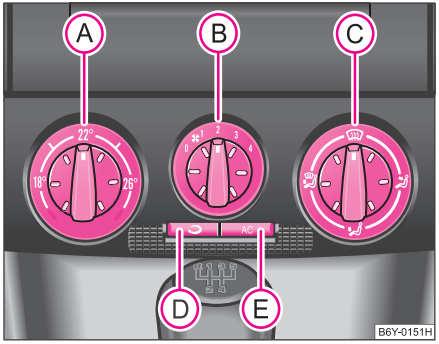
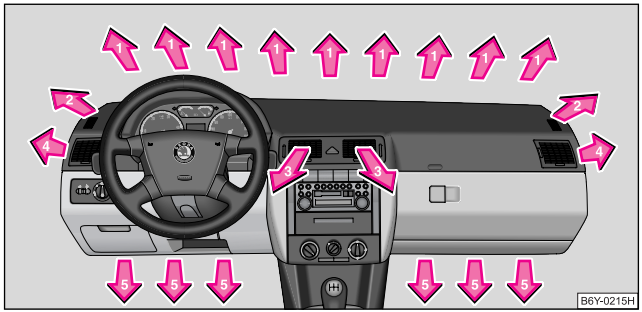

Fig. 86 Instalaţia de climatizare: Elementele de comandă
Fig. 87 Gurile de ventilaţie a aerului
Instalaţia de climatizare funcţionează numai când tasta AC ⇒ pagina 96, fig. 86 (E) este apăsată şi se îndeplinesc următoarele condiţii:
– Rotiţi regulatorul rotativ (A) ⇒ fig. 86 spre dreapta pentru a mări temperatura.
– Rotiţi regulatorul rotativ (A) spre stânga pentru a reduce temperatura.
- Regulatorul rotativ (A) ⇒ pagina 96, fig. 86 spre dreapta până la limită
- Comutatorul (B) în poziţia **4**
- Regulatorul distribuţiei aerului (C) în poziţia
- Gurile de ventilaţie **4** ⇒ pagina 99, fig. 87 deschise şi îndreptate spre geamurile laterale.
Gurile de ventilaţie **4** ⇒ pagina 99, fig. 87 deschise şi îndreptate spre geamurile laterale.
- Regulatorul rotativ (A) ⇒ pagina 96, fig. 86 spre stânga până la limită
- Comutatorul (B) în poziţia dorită
- Gurile de ventilaţie **3** şi **4** ⇒ pagina 99, fig. 87 deschise
- Opriţi recircularea aerului apăsând pe tasta (D)
- Opriţi răcirea apăsând pe tasta (E)
– Apăsaţi tasta ⇒ pagina 96, fig. 86, simbolul din tastă se aprinde.
Când regulatorul (C) se află în poziţia ⇒ pagina 96, fig. 86, recirculare aerului este oprită automat. Prin apăsarea repetată a tastei (D) puteţi porni recircularea aerului şi în această poziţie.
Admisia aerului prin fiecare gură de ventilaţie se reglează de la regulatorul Ⓒ ⇒ pagina 96, fig. 86. Gurile de ventilaţie **3** şi **4** se pot deschide şi închide separat.
Prin gurile de ventilaţie deschise este admis aer încălzit, rece sau răcit, în funcţie de poziţia regulatorului Ⓐ ⇒ pagina 96, fig. 86 şi de condiţiile climaterice. ■